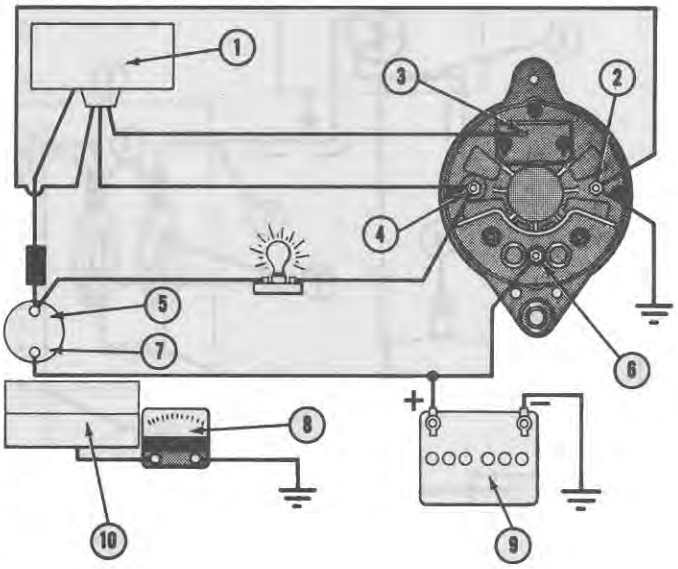

Figure 21
2. Connect the voltmeter negative lead to ground and the positive lead to the alternator auxiliary terminal. See Figure 21. Start the engine, run at fast idle. The voltmeter should indicate 15.1 to 15.4 volts (depending on ambient temperature). Refer to the chart on page 12.